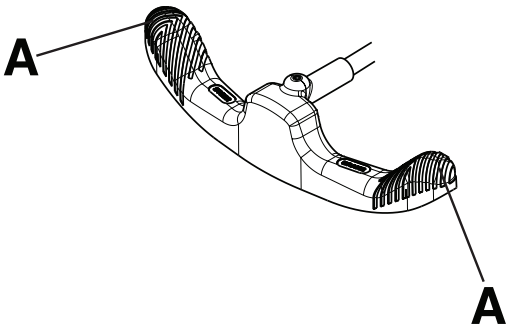

Rysunek 2 – Obsługa pedału hamulca/sterowania
Uwaga - Nie wolno naciskać środkowej części pedału hamulca/sterowania. Należy zawsze naciskać zewnętrzną stronę (A) pedału hamulca/sterowania (Rysunek 2).